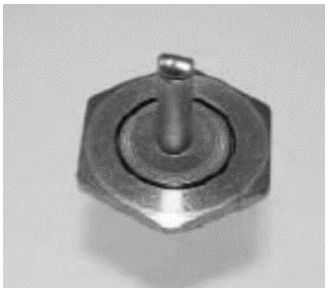

Рис. 7 Насадка для предотвращения перетягивания заклёпки
- вставляют заклёпку в насадку для заклёпочника для предотвращения перетягивания заклёпки и фиксируют заклёпку в панелях (рис. 7, 9).